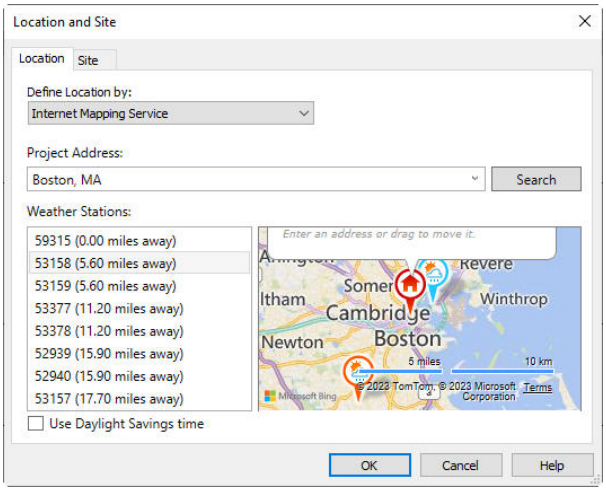

***Figure 3-55** The desired location displayed in the **Location and Site** dialog box*
3. In the **Project Address** edit box, delete the default text and enter **Boston, MA**, and then choose the **Search** button; the desired location is displayed on the map in the area below the edit box. Note that the search uses the bing map service to display the location, refer to Figure 3-55.